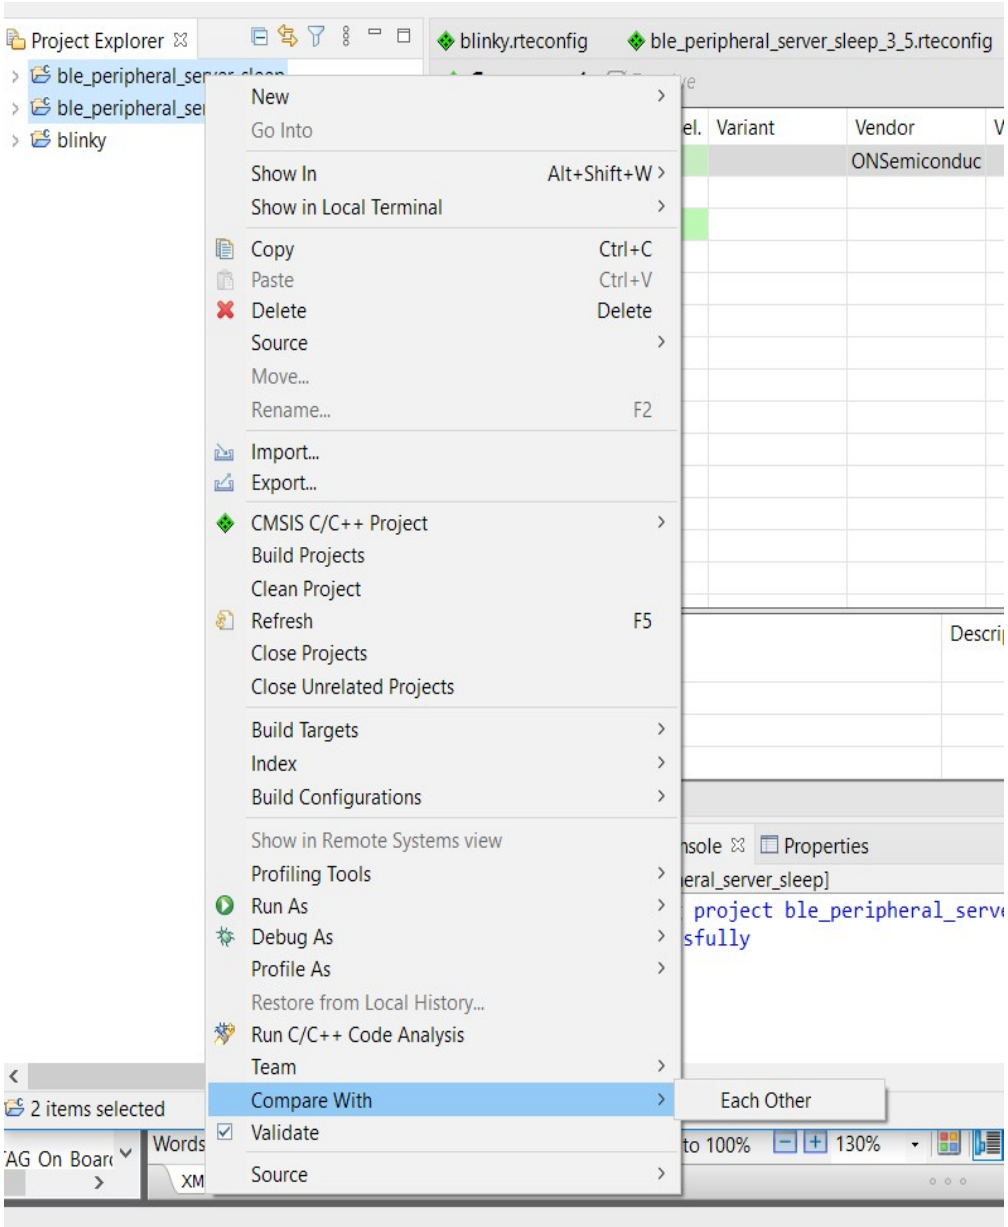

Figure 18. Comparing Your Sample Application to the Latest Version
6. Compare your application to the latest sample from the CMSIS-Pack using the Eclipse **Compare With** feature, as shown in the "Comparing Your Sample Application to the Latest Version" figure (Figure 18), or with your preferred comparison tool.